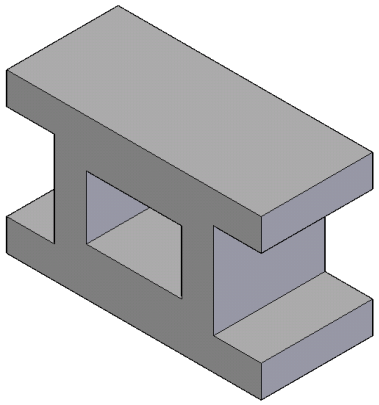
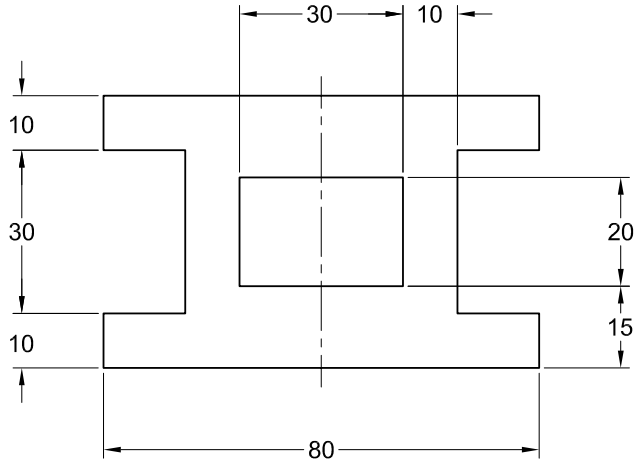

Figure 3-33 Model for Tutorial 1
Figure 3-34 Profile to be drawn for Tutorial 1
In this tutorial, you will draw the profile of the model shown in Figure 3-33. The profile shown in Figure 3-34 should be symmetric about the origin. You need not use the edit boxes available in the Command bar to enter the values of the entities. Instead, you can use the parametric dimensions to complete the sketch. **(Expected time: 30 min)**
3. Click on the graphics window to create a rectangle. Refer to Figure 3-34 for the location of the rectangle.